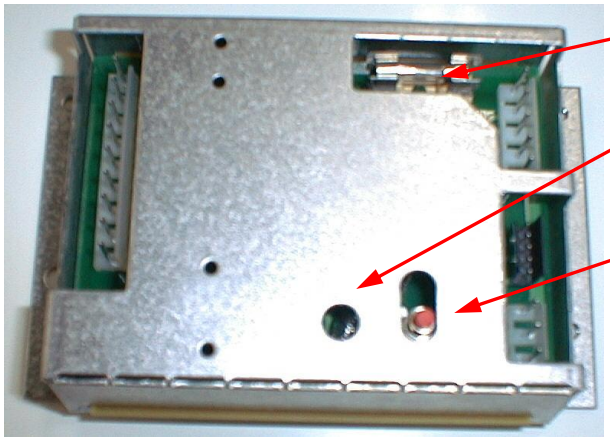
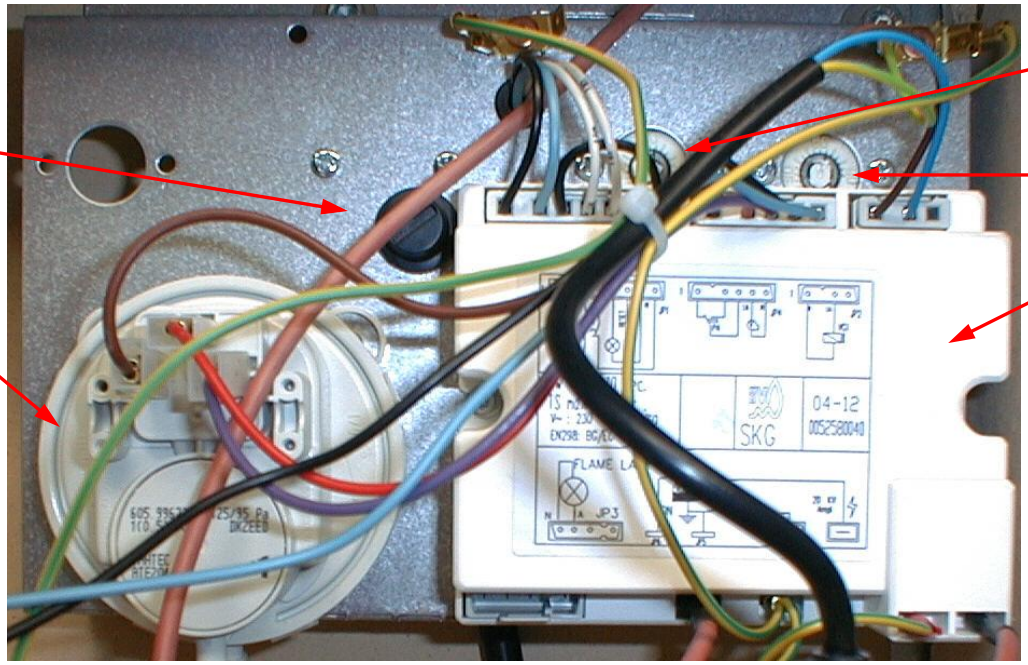

fig. 1
fig. 2
1)аварийным индикатором сигнализации аномалий (отсутствие пламени) – см. (1) на рис. 1
- Защитный термостат, срабатывающий при достижении температуры воздуха 100°C; с ручным сбросом блокировки, разблокировка может осуществляться при помощи специальной кнопки (см. (4) на рис.2).
- Воздушное реле давления, для контроля топливного контура (см. (3) на рис.2).
- Аппаратура контроля пламени (см. (7) на рис.2). Разблокировка аппаратуры может производиться или на электронном блоке воздушно-отопительного агрегата (см. (2) на рис.1) или же на термостате или хронотермостате (если существует такая возможность)
- Плавкий предохранитель электролинии 6,3 A (см. (8) на рис.1)
- Термостат вентилятора для разрешения розжига вентилятора подачи воздуха (см. (5) на рис.2)
- Предельный термостат (см. (6) на рис.2).